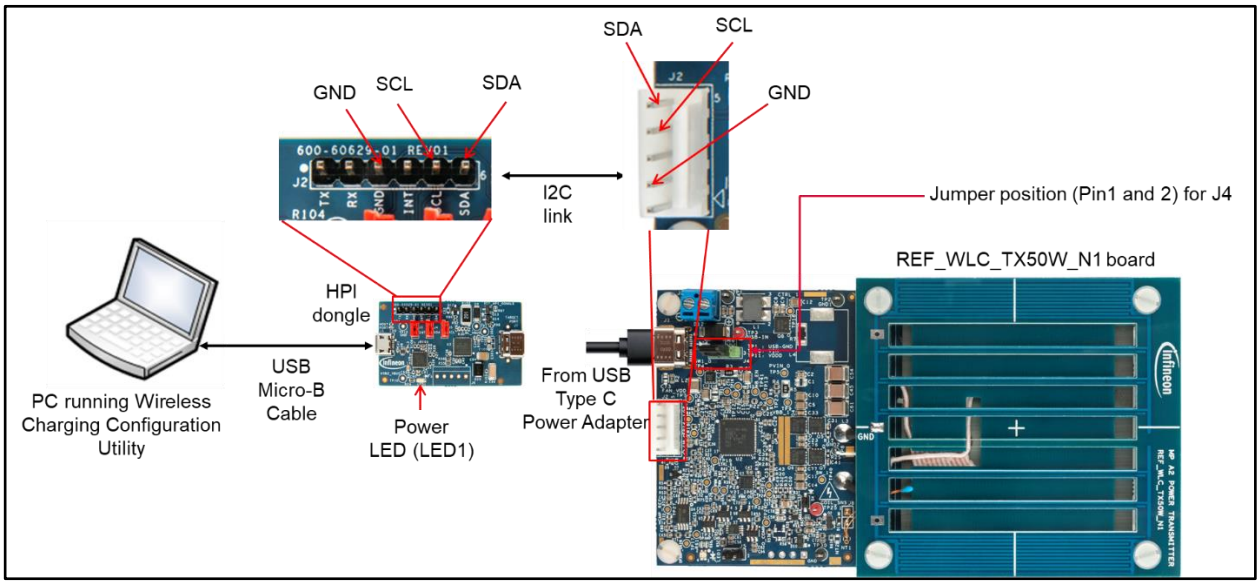

Figure 22 I2C interface connection set up
1. Connect the device over the I2C interface and power up the device using the Type C power adapter. Place the jumper for the J4 connector between Pin1 and Pin2 (see **Figure 22**).